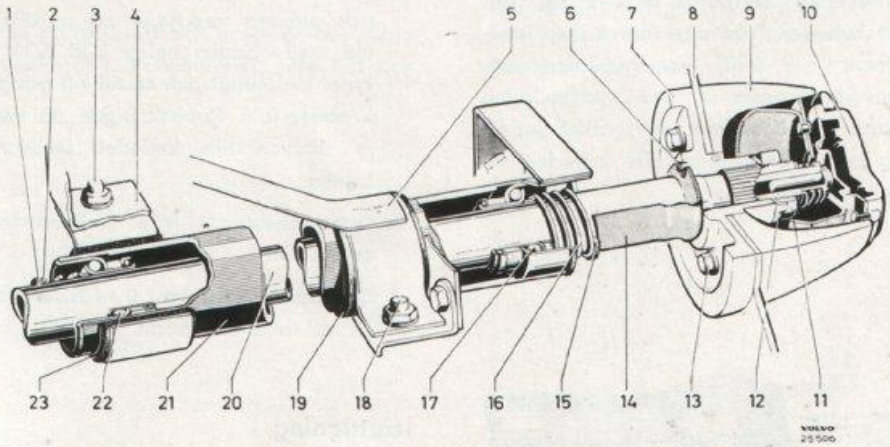

Bild 6-29. Rattaxellagring
2. Skruva ur skruvarna (3 bild 6-29) för nedre fästet och skruvarna (18) för övre fästet. Drag upp rattröret (21) något och demontera körvisaromkopplare och signalspak, se avdelning 10. Drag därefter av rattröret från rattaxeln (20).
4. Kontrollera att gummibussningarna (19 och 23) för rattrörsfästena är felfria och att låsringen (1) sitter i sitt spår. Montera därefter rattröret och övriga detaljer i omvänd ordningsföljd mot demonteringen och så som framgår av bild 6-29. Drag rattmuttern med ett moment av 3,5—5,0 kgm (25—35 ftlb) och glöm ej att låsa den.